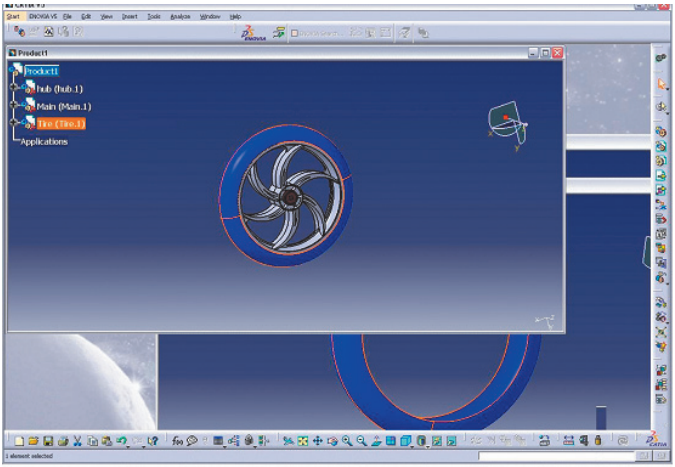
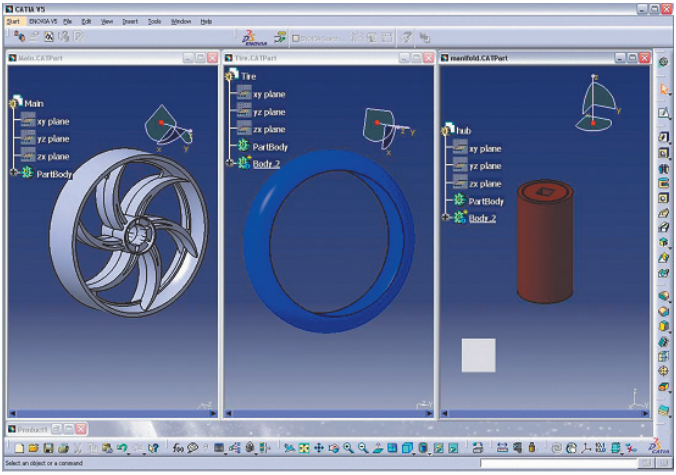
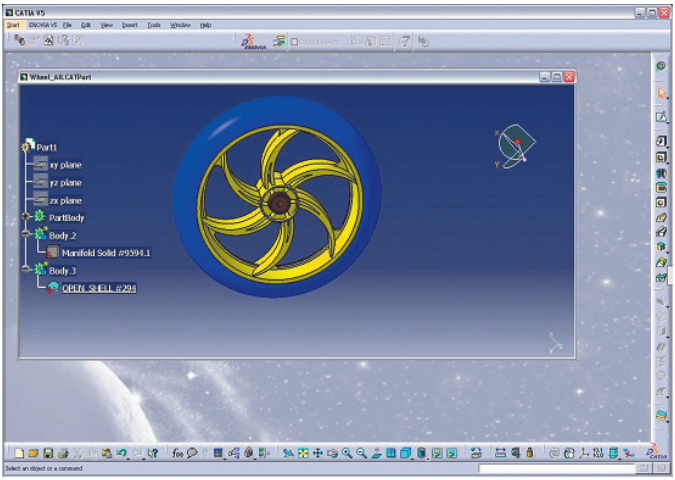

Figure 21: An assembly imported into Catia
Figure 22: Assembly components saved as individual parts
Figure 23: Multi-bodied part assembled from individual parts
If the source design was saved as an assembly, it is imported as a *CatiaPRODUCT* model (see Figure 21).
4. In the product window, select this component (Figure 21), and copy it (with the *Edit* menu
Figure 22 shows the result of pasting the components of the model from Figure 21 as individual parts.
8. Copy each of the individual components (parts) from the working files (Figure 22) and paste them into the new (combined) model file (Figure 23).